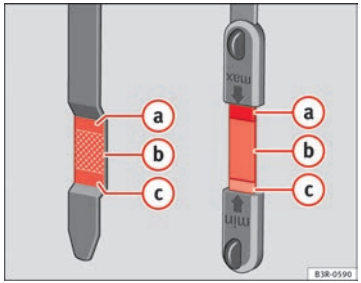

Fig. 180 Markings on oil dipstick
– Then pull it out once more and check the oil level ⇒ Fig. 180. If the oil level is too low, add more engine oil ⇒ page 238.